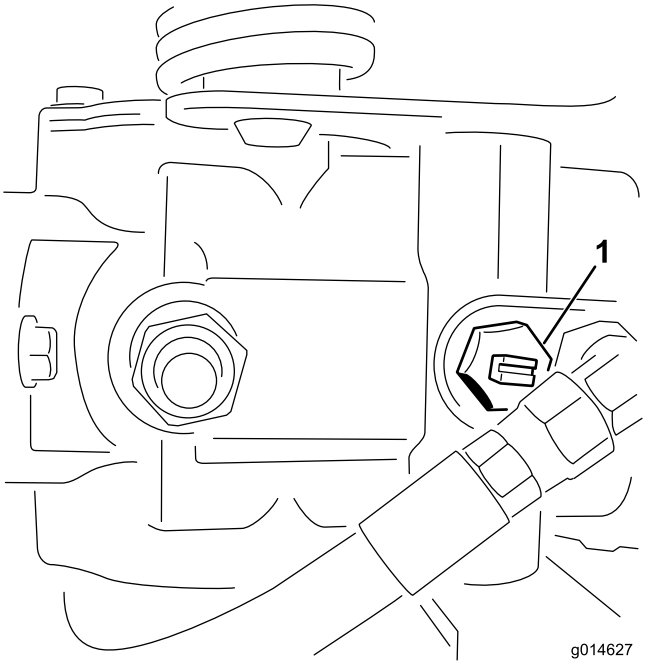

Figur 42
1. Finn omløpsventilen på pumpen, og vri den slik at åpningen står vertikalt (Figur 42).
2. Før du starter motoren, må du stenge omløpsventilen ved å vri den slik at åpningen står horisontalt (Figur 42). Ikke start motoren når ventilen er åpen.